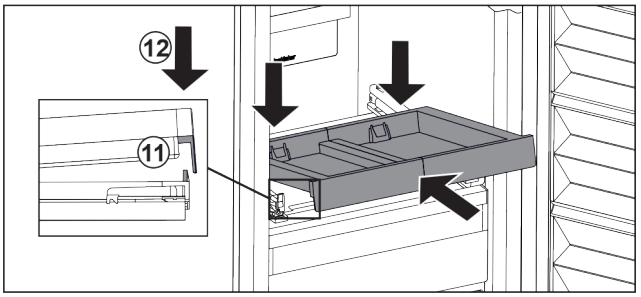

Fig. 45
▶ Вставьте, наклоняя вниз. Обратите внимание на то, чтобы на обеих сторонах упор был за накладкой. *Fig. 45 (11)*
▶ Снимите выдвижную панель спереди. *Fig. 45 (12)*